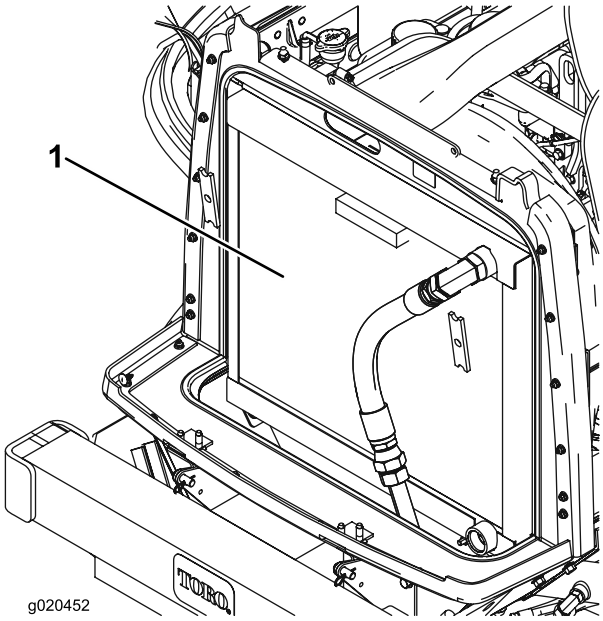

Figuur 65
3. Reinig beide zijden van de radiateur/oliekoeler grondig met perslucht (Figuur 65).